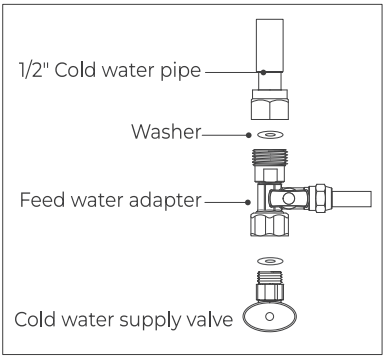

Figure 5
3. Twist the feed water adapter onto the cold water supply valve (with its washer) and tighten it with an adjustable wrench**(Figure 5)**.